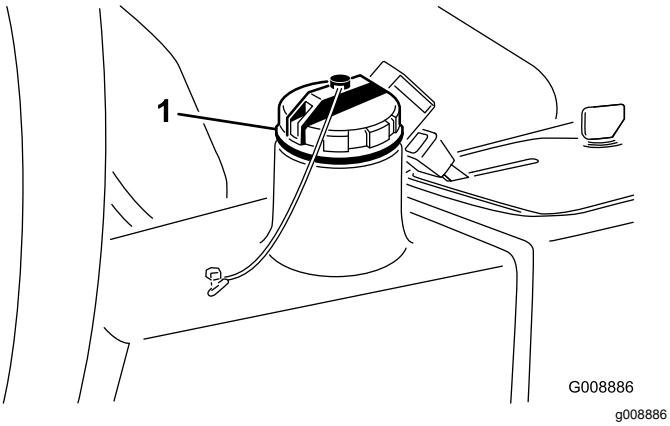

Figur 80
4. Fyld beholderen (Figur 80) med ca. 13,2 liter hydraulikvæske. Se Kontrol af hydrauliksystemet (side 24).